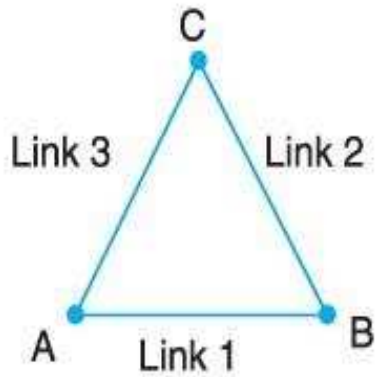

Fig. 5.6. Arrangement of three links.
1. Consider the arrangement of three links AB, BC and CA with pin joints at A, B and C as shown in Fig. 5.6. In this case,
Since the arrangement of three links, as shown in Fig. 5.6, does not satisfy the equations (*i*) and (*ii*) and the left hand side is greater than the right hand side, therefore it is not a kinematic chain and hence no relative motion is possible. Such type of chain is called ***locked chain*** and forms a rigid frame or structure which is used in bridges and trusses.